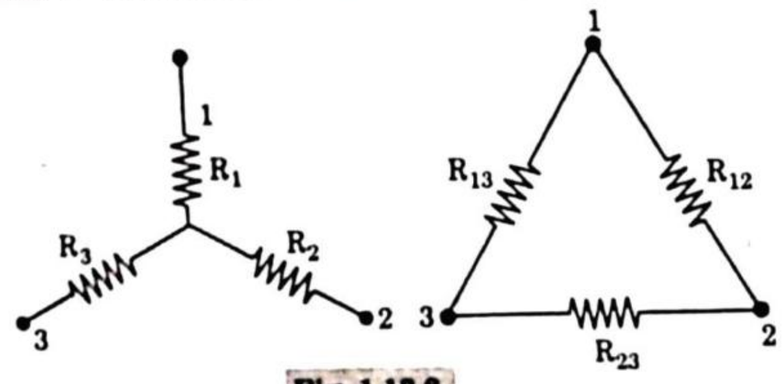

Fig. 1.13.2.
1. Consider $Y - \Delta$ connections as shown in Fig. 1.13.2.
4. If the Y-connection drawn in Fig. 1.13.2 is equivalent to the Δ-connection, eq. (1.13.8) and (1.13.9) must be equal.